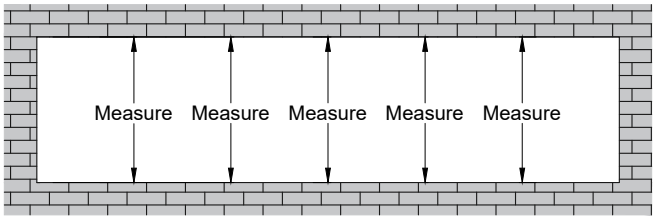

FIG. 3.
C. Measure the height of the opening at several points along the entire width of the opening. Select the smallest of these dimensions and subtract the top and bottom caulk joint height per approved shop drawings ($\frac{1}{4}$"(6.3mm) minimum caulk joint at sill. At head, caulk joint can be $\frac{1}{4}$"(6.3mm) using T14055 or similar flashing. When using T14259, E14059 or E/T/TU15259 sill flashing, head caulk joint must be $\frac{3}{8}$"(9.5mm)). **SEE Fig. 3**.